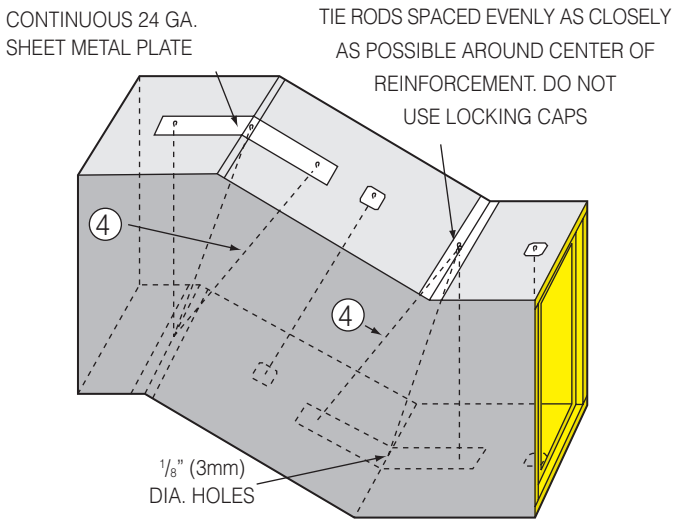

Fig. 5-21C. Offset reinforcement, intermediate tie rods and extended sheet metal plates.
If spacing between any two tie rods exceeds the maximum longitudinal reinforcement spacing, install intermediate tie rods through throat per ④, Fig. 5-21C.